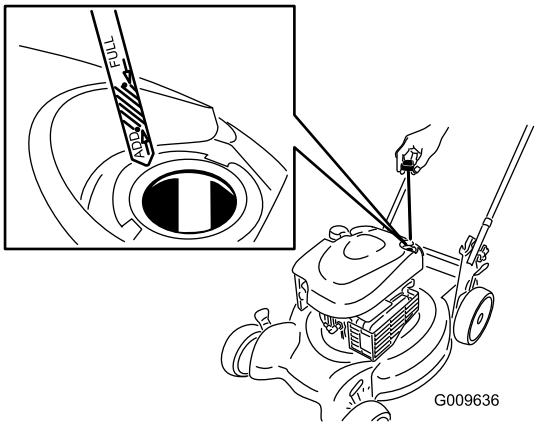

Bild 22
2. Ziehen Sie den Peilstab heraus (Bild 22).
4. Füllen Sie das Öl **langsam** in den Einfüllstutzen ein, um den Ölstand auf die Marke **Voll** am Peilstab anzuheben (Bild 22). **Füllen Sie nicht zu viel ein.** (Max. Füllstand: 0,59 l des Typs: Waschaktives SAE 30-Öl mit der Klassifizierung SF, SG, SH, SJ, SL oder höher durch das American Petroleum Institute (API).)